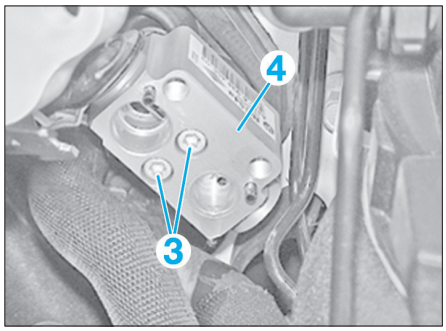

Fig. 11
- les vis (3) et retirer le détendeur (4) **(Fig.11)**.